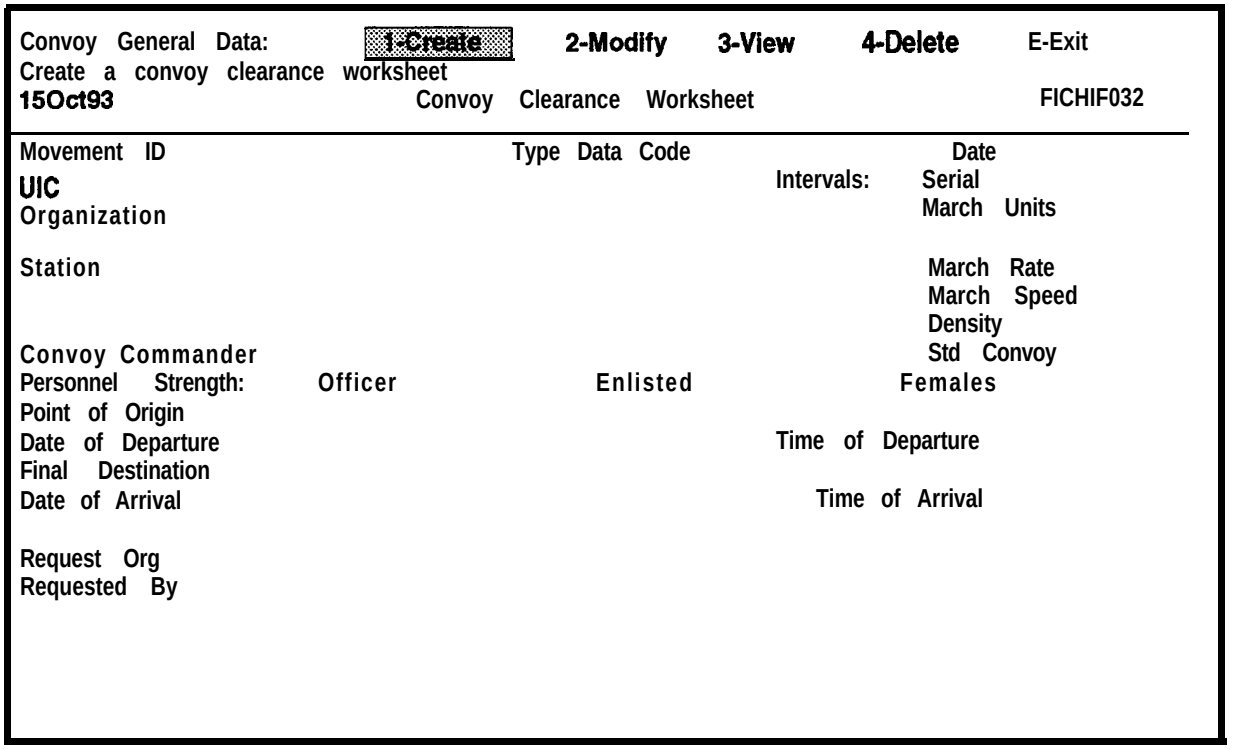

Figure 7-28. Convoy Clearance Worksheet
c. From the Convoy Clearance menu, select the Convoy Clearance Worksheet. The Convoy Clearance Worksheet screen will be displayed as shown in Figure 7-28 with the Create option highlighted in the Convoy General Data: ring menu.